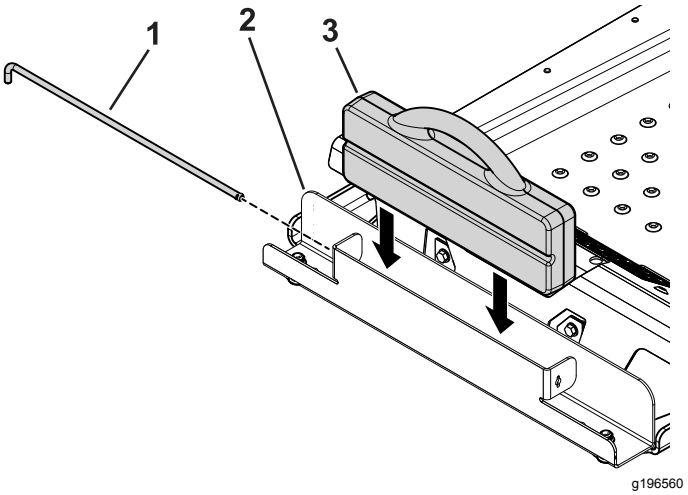

Figur 5
4. Sett koffertvekten i vektholderen med siden med riller vendt mot fronten av maskinen (Figur 5).
5. Sett låsestaget i holderen og vri det til låst posisjon (Figur 5).